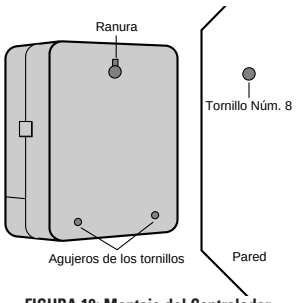

FIGURA 19: Montaje del Controlador
- Para completar la sujeción del controlador a la pared, clave dos tornillos del nº 8 a través de los dos orificios que se encuentran en la parte inferior de la caja del controlador **[Vea la Figura 19].**